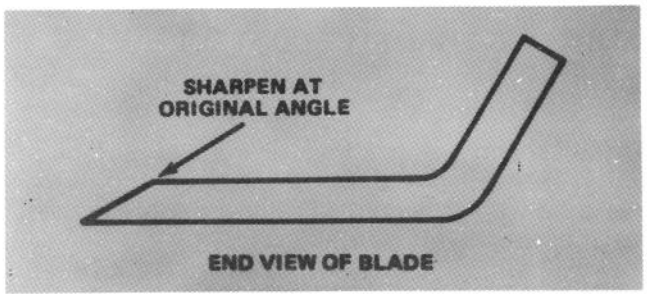

Figure 37
5. Using a file, sharpen cutting edge at both ends of the blade (Fig. 37).
IMPORTANT Sharpen top side of blade and maintain original cutting angle to assure a sharp cutting edge (Fig. 37). The blade will remain balanced if same amount of material is removed from both cutting edges.